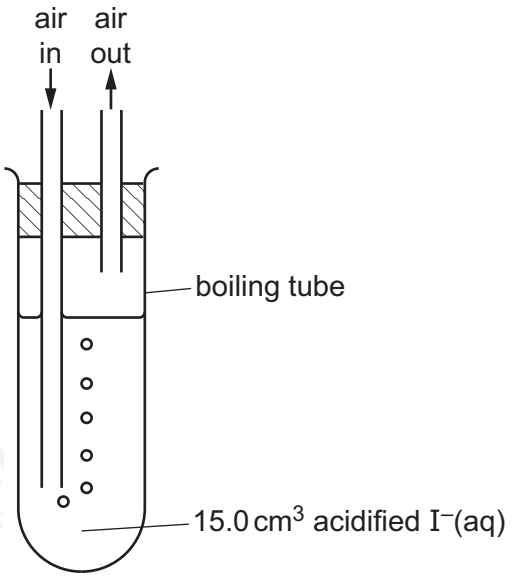

**Figure 2.3**
**step 1** Bubble air through a boiling tube containing 15.0 $cm^3$ of acidified aqueous iodide ions, $I^-(aq)$, for 30 minutes, as shown in Figure 2.3.